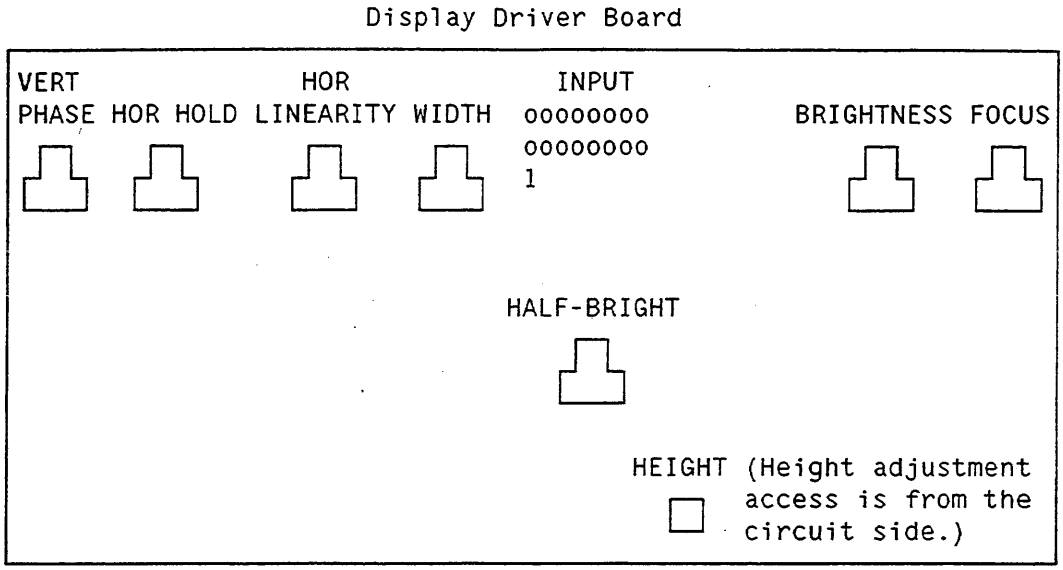
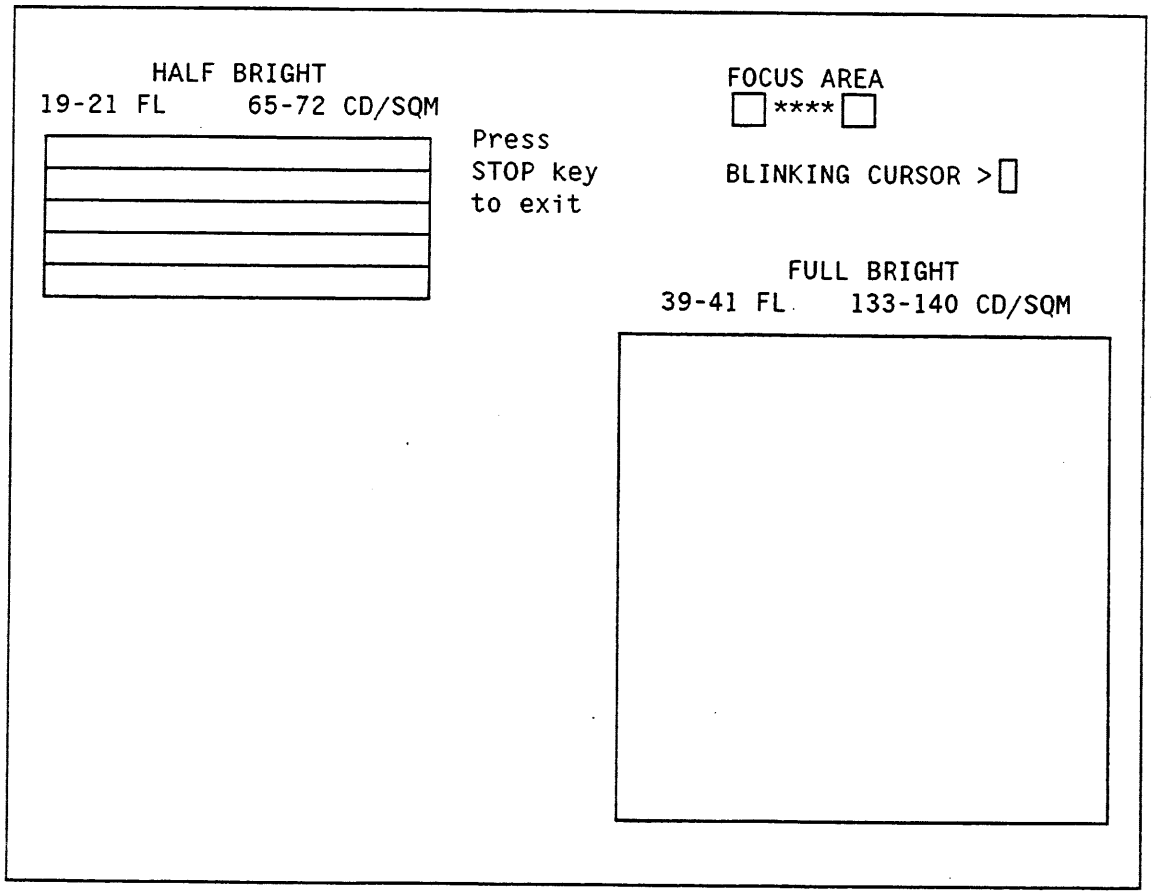

Figure 5-2. Display Adjustment Locations
Figure 5-4. Display Brightness Test Pattern
h. Adjust BRIGHTNESS control pot to minimum (full counter-clockwise). See figure 5-2 for the display adjustment locations.
f. Adjust the BRIGHTNESS control pot until the Display Test Pattern is visible. See figure 5-2 for the display adjustment locations.
If you have an older instrument that does not have a HALF-BRIGHT adjustment (see figure 5-2) use the BRIGHTNESS control to adjust the brightness of the half-bright area of the display (see figure 5-4) for 19-21 foot lamberts (65-72 CD/SQM).